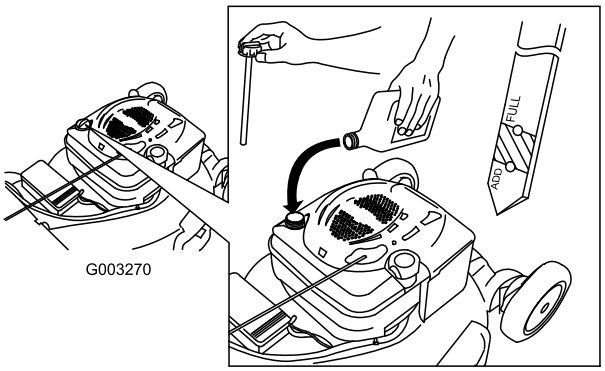

Figura 7
1. Retire la varilla (Figura 7).
2. Vierta **lentamente** aceite en el tubo de llenado hasta que el nivel llegue a la marca Full de la varilla (Figura 7). **No llene demasiado.** (Capacidad máxima: 0,59 l, tipo: SAE 30W, aceite detergente con clasificación de servicio API SF, SG, SH, SJ, SL o superior.)